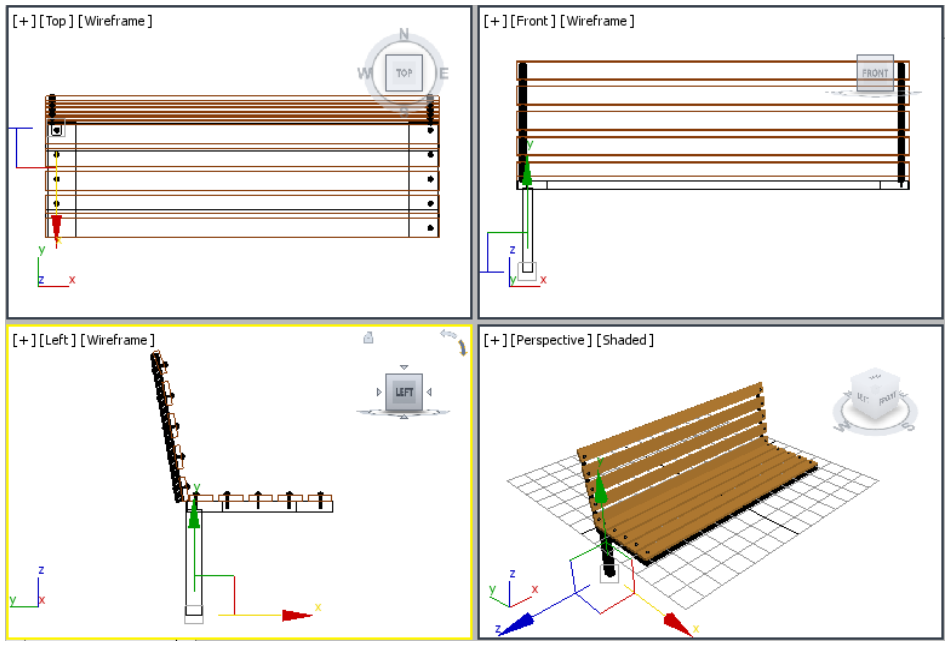

Figure 2-94 *Alignment of leg001 in viewports*
5. Choose the **Select and Move** tool and align *leg001* with *leg support001* in viewports, refer to Figure 2-94. You need to adjust the viewport to display all objects properly using the **Zoom** and **Pan View** tools.